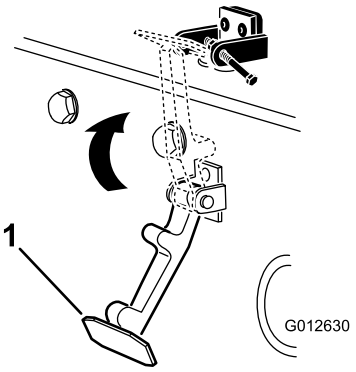

Figur 14
6. Hekt låsen på panserlåsbraketten (Figur 14).